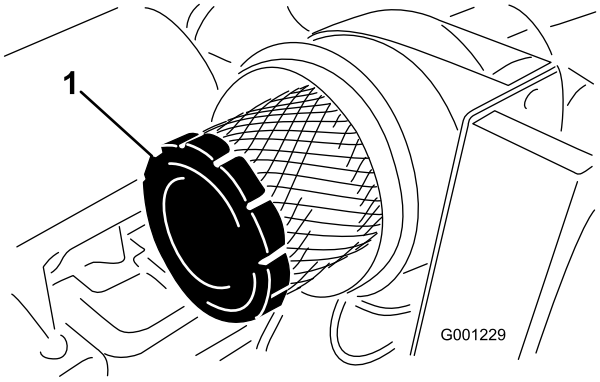

Figuur 48
4. Verwijder en vervang het voorfilter (Figuur 48).